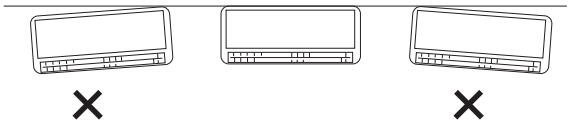

Fig. 3-11
(2) Con una livella o misurando con un metro verificare che il pannello sia perfettamente orizzontale. Questa condizione è importante per installare correttamente l'unità. (Fig. 3-11)
(3) Accertarsi che il pannello sia a filo con la parete. Qualsiasi spazio fra i due potrebbe infatti divenire causa di rumore o vibrazioni.